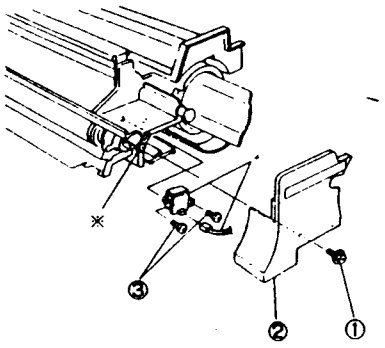

Рис. 3 NZM-0108
4. (Рис. 3): Снимите датчик окончания тонера.